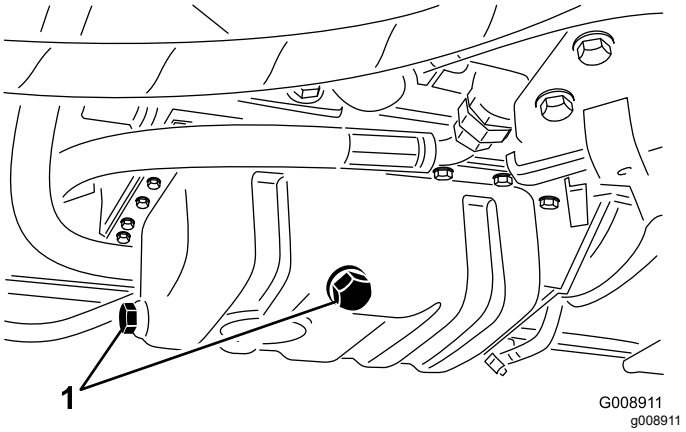

Figur 61
1. Fjern enten tappepluggen (Figur 61) og la oljen renne ned i et tappefat. Sett tappepluggen på plass når oljen slutter å renne.